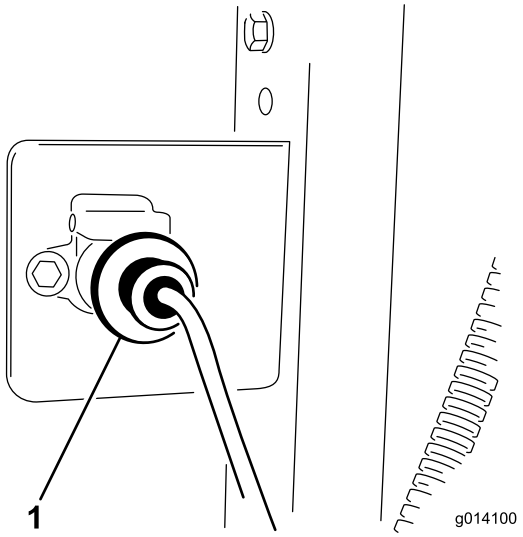

**Figur 10**
1. Monter sokkelbeslaget på bagsiden af bugseringskøretøjet med (2) 5/16 x 1 tommes skruer og møtrikker.
3. Fastgør ledningsnettets sokkel til beslaget med (2) 1/4 x 1 tommes skruer og møtrikker (Figur 10).
5. Fastgør basisenhedens ledningsnet til bugseringskøretøjets ledningsnet (Figur 10). Stikket er placeret sammen med hydraulikslangen, der er fastgjort på bugseringskøretøjet.